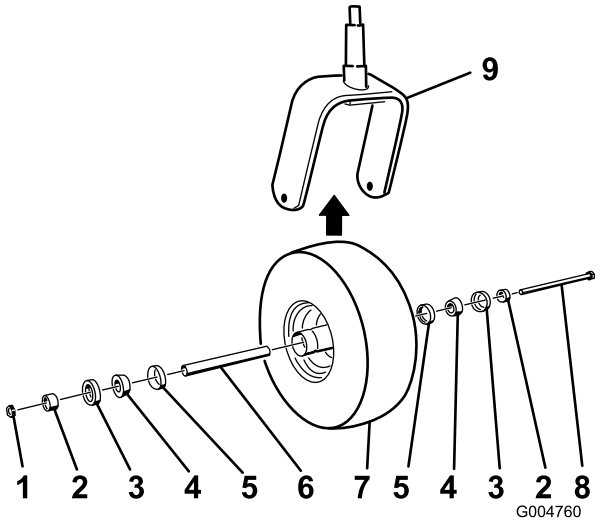

Figur 45
2. Fjern låsemøtrikken fra bolten (Figur 45).
5. Saml styrehjulet ved at skubbe konuslejet og lejetætningerne, der er godt pakket med fedt, ind i hjulnavet. Delene skal være placeret som vist i Figur 45.